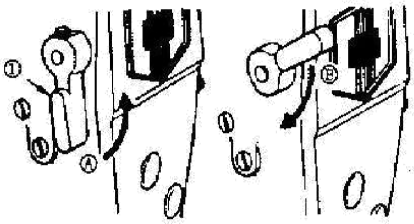

Рис. 16
10. РУЧНОЙ ПОДЪЕМНИК ЛАПКИ (Рис. 16).